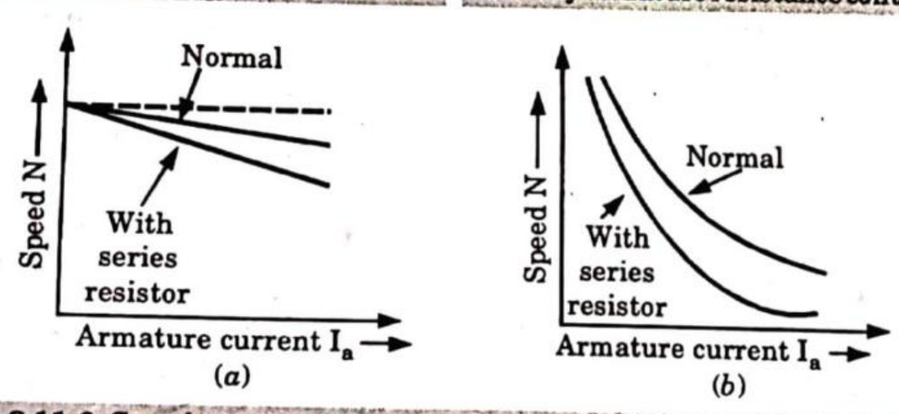

Fig. 3.11.6. Speed-current characteristics (a) shunt motor (b) series motor.
6. Fig. 3.11.6(*a*) and 3.11.6(*b*) shows typical speed-current characteristics for shunt and series motors respectively.